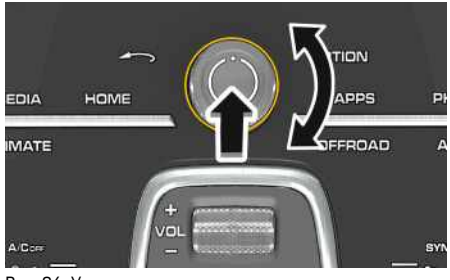

Рис. 86: Управление с помощью поворотно-нажимного регулятора
1. Вращайте поворотно-нажимной регулятор (рис. 86), пока не будет выбрана необходимая буква или знак.